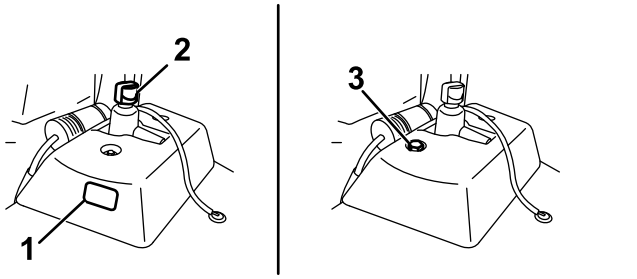

Figura 54
- Se il serbatoio idraulico ausiliario è dotato di un vetro spia, verificate attraverso di esso il livello dell'olio (Figura 54), quindi andate al passaggio 5.
- Se il serbatoio idraulico ausiliario non ha un vetro spia, individuate l'asta di livello presente sulla macchina (Figura 54), quindi andate al passaggio 3.